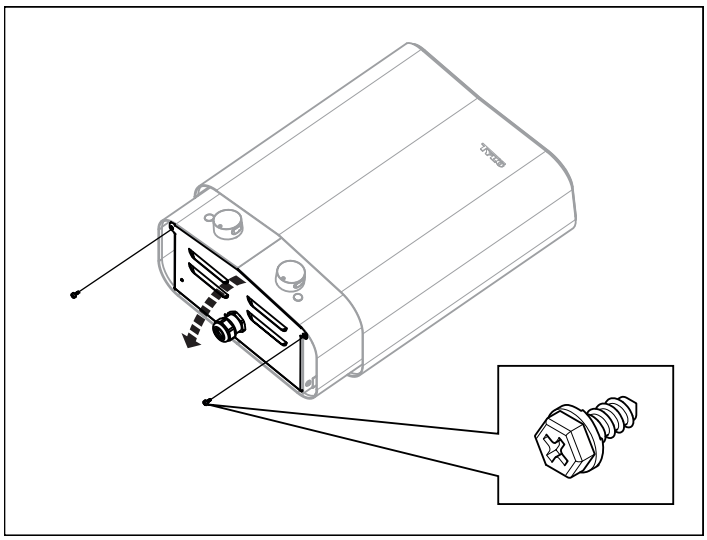

Рис. 5: Открытие/закрытие крышки
2. Открутите винты и откройте крышку (см. рис. 5).
4. Закройте крышку и затяните винты (см. рис. 5).